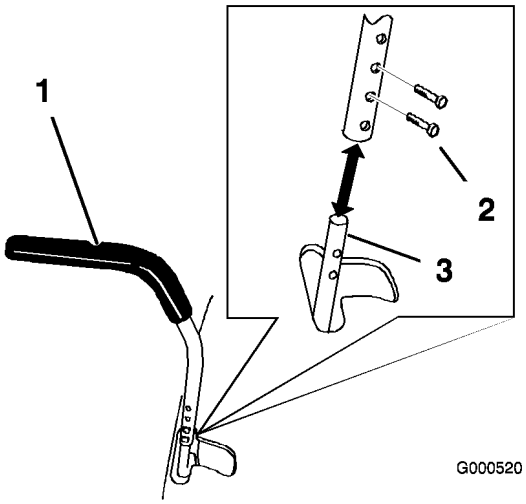

Figure 14
1. Retirez les 2 boulons qui fixent le levier de commande à l'arbre du bras de commande (Figure 14).
2. Placez le levier de commande dans les trous suivants. Fixez le levier avec les 2 boulons (Figure 14).